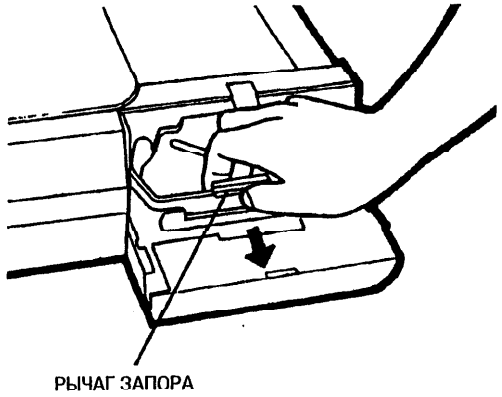

Рис. 2. Снятие картриджа тонера
2. (Рис. 2): Сжать рычаг запора и ручку, чтобы освободить картридж тонера и изъять картридж из аппарата.